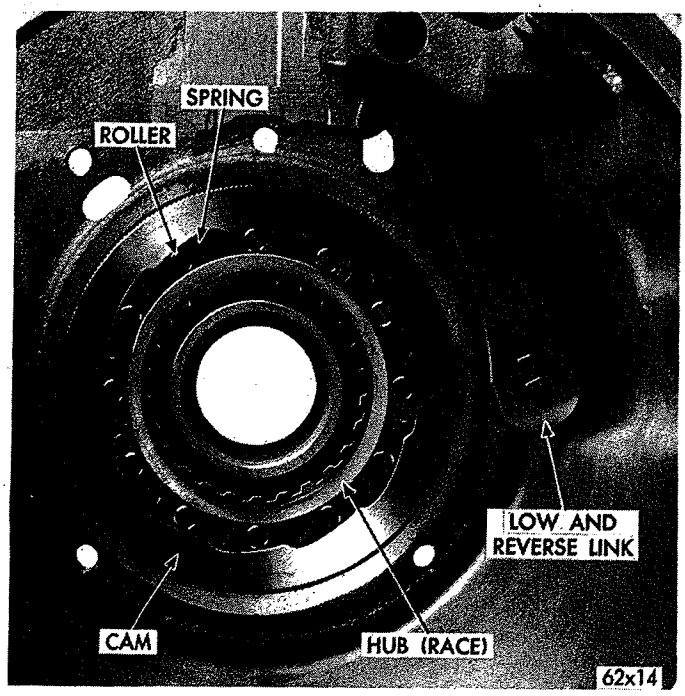

*Fig. 105—Overrunning Clutch, Low and Reverse Band Link*
(1) Insert clutch hub (race) inside overrunning clutch cam, then install the springs and rollers exactly as shown in Figure 105.
**A-727-A and B:** Be sure long link and anchor assembly is installed, as shown in Figure 105 to provide running clearance for the low and reverse drum.